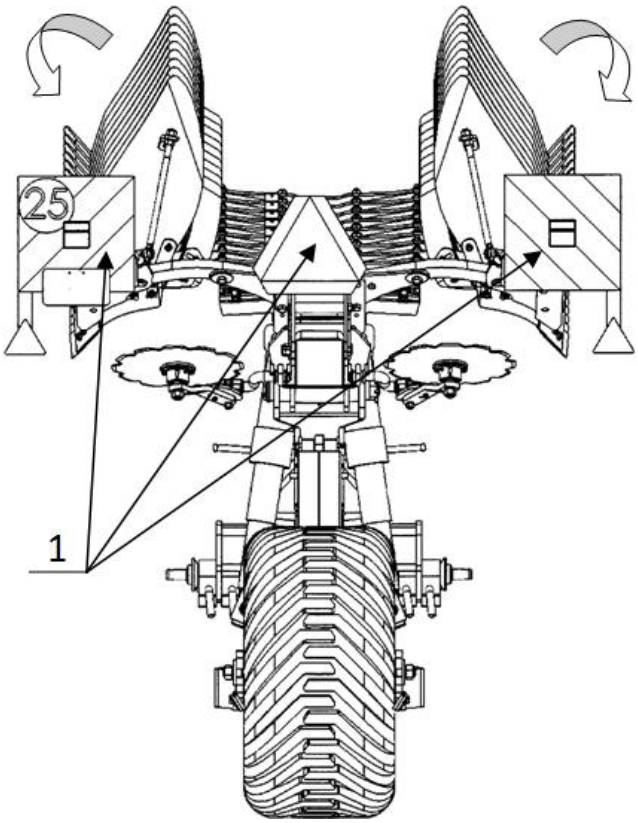

*Rysunek:13*
- zabrania się przejazdów po drogach publicznych maszyny (ciągnik + pług) bez odpowiedniego oznakowania *Rysunek 13 (1)*
**Tablice ostrzegawcze z oświetleniem *Rysunek 13 (1)* należy zdemontować do pracy w polu, aby nie uległy uszkodzeniu**